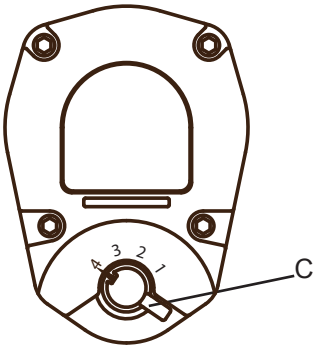

Fig. 03
- To adjust output power, turn the regulator (C) as shown in Fig. 03.
- Zum Einstellen der Ausgangsleistung drehen Sie den Regler (C), wie in Abb. 03 gezeigt.